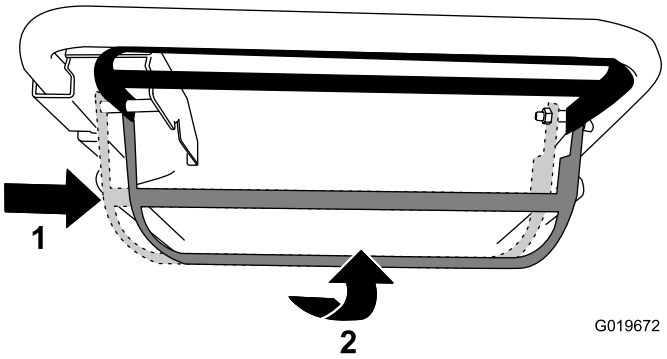

Figur 14
- **Såhär gör du för att använda självdrivningsstången och koppla in kniven:** Flytta knivstyrstången hela vägen till höger och dra den uppåt mot handtaget (Figur 14).